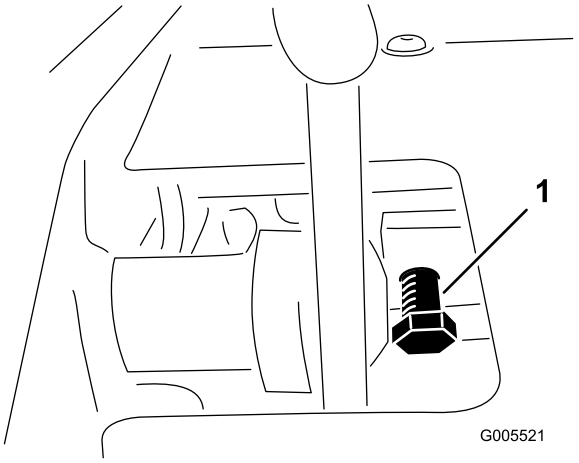

Figura 54
1. Afloje la contratuerca del perno de bloqueo del pedal (Figura 54).